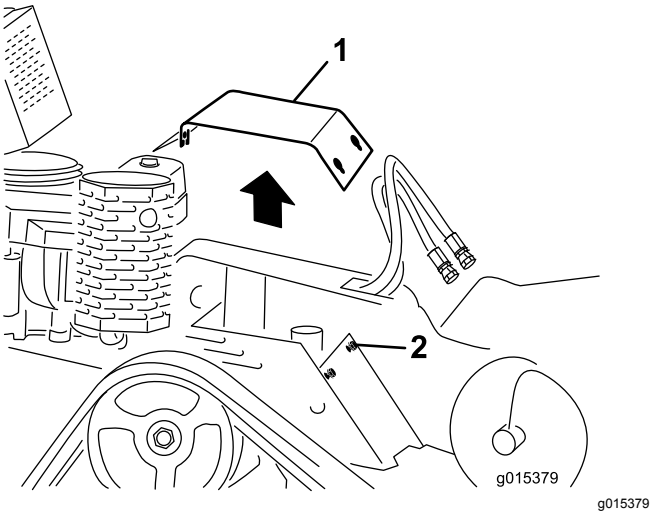

Figuur 21
4. Draai de 3 bouten waarmee de afdekplaat aan het frame bevestigd is één voor één los tot de plaat los is (Figuur 21).
6. Om de afdekplaat te monteren voordat u de machine in gebruik neemt, schuift u de plaat op haar plaats en bevestigt u deze met de 3 bouten die u eerder losgedraaid hebt (Figuur 21).